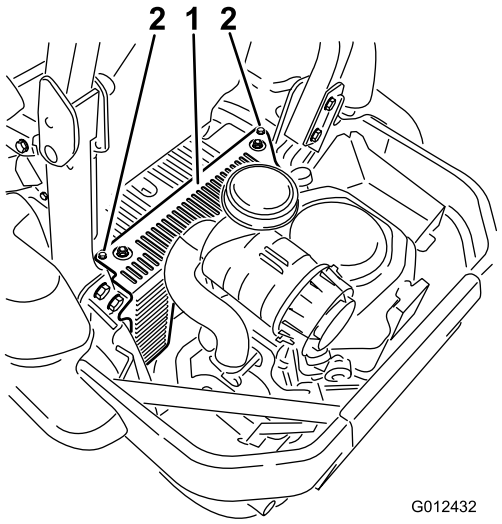

Figur 57
3. Fjern hydraulikkenhetsdekselet og de to boltene som sitter fast til det (Figur 57). Da får du tilgang til den fremre tennpluggen.
5. Monter det venstre hydraulikkenhetsdekselet (Figur 57).